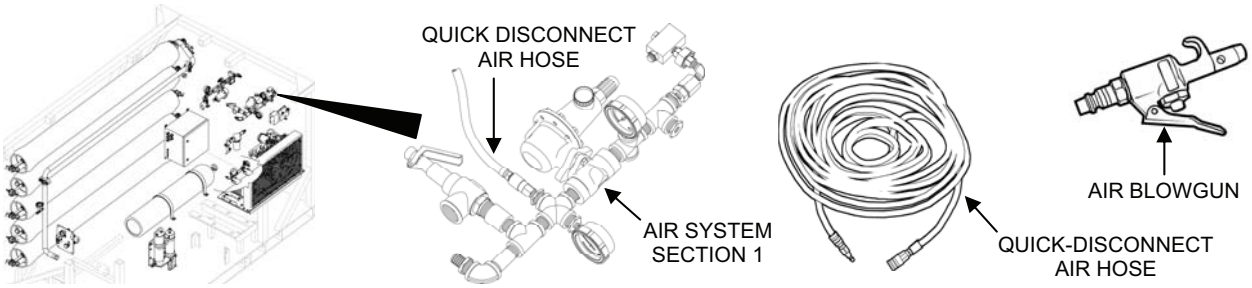

Figure 2. Quick-Disconnect Air Hose Connections.
8. After the diesel-fired heater has cooled, drain and ventilate the fuel tank as follows (Figure 2):